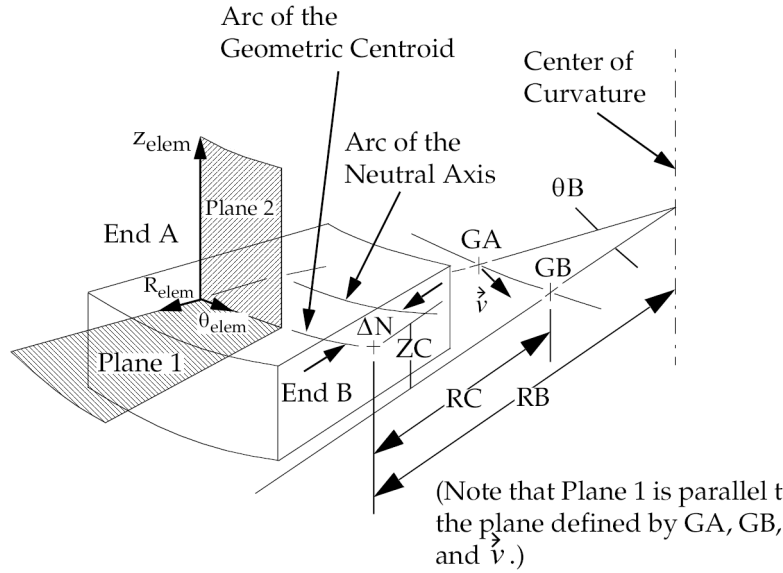
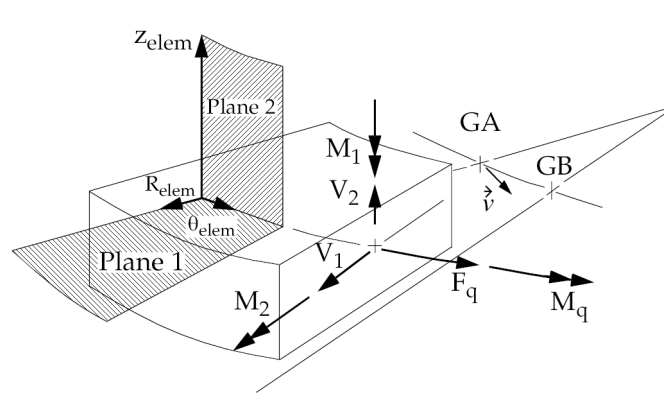

Figure 11-15. CBEND Element Coordinate System
Figure 11-16. CBEND Element Internal Forces and Moments
2. For an additional explanation of the CBEND element, see the PBEND entry description. Figure 11-15 and Figure 11-16 define the element coordinate system and internal forces and moments.